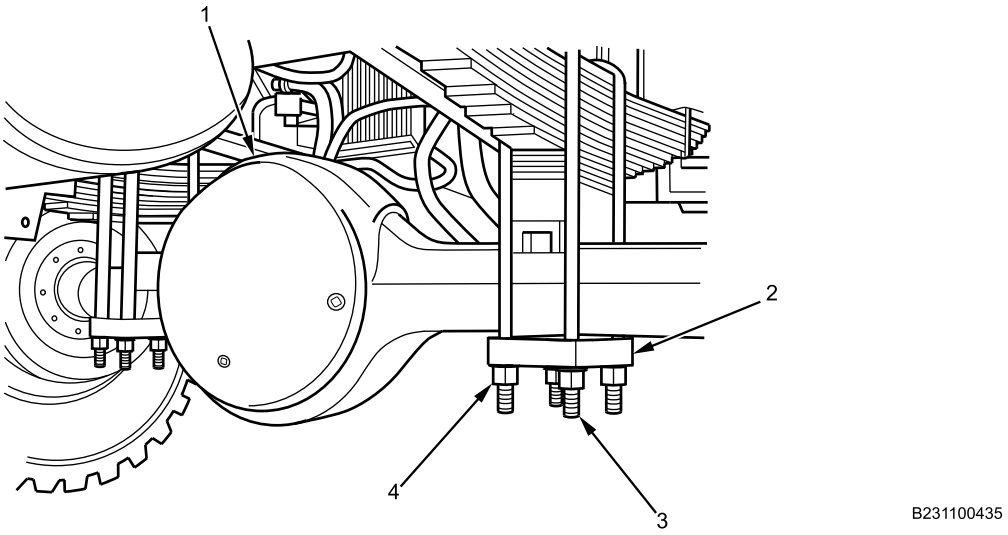

Figure 13. Rear Axle Assembly.
20. Remove four locknuts (Figure 13, Item 4), four washers, block (Figure 13, Item 2), and two spring U-bolts (Figure 13, Item 3) from rear axle assembly (Figure 13, Item 1). Discard locknuts and washers.